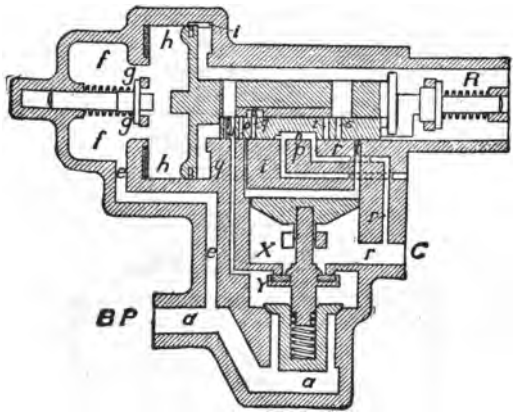

FIG. 14.—K TRIPLE VALVE—FULL RELEASE.
Q. What is represented in Figs. 14 to 18 inclusive?
Q. Explain the operation of the triple as shown in Fig. 14.
A. Full release position is shown in Fig. 14. Brake-pipe air enters the triple-valve body at the connection marked *BP*,